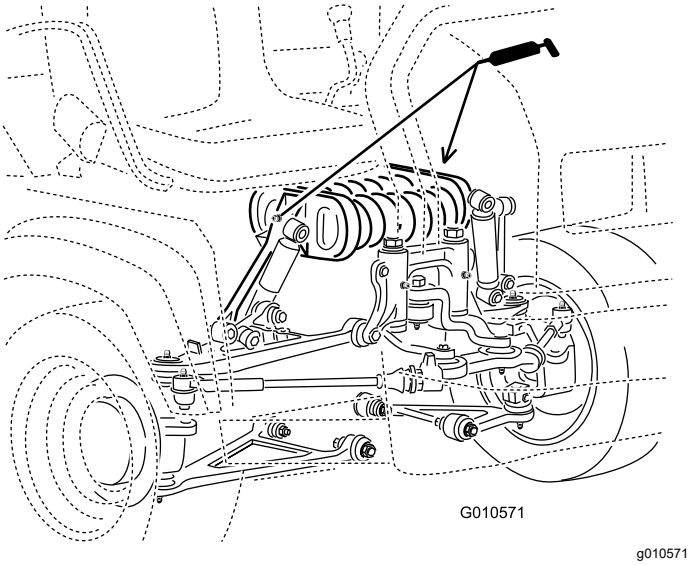

Figura 28
- **Armazón del muelle(2)**; consulte Figura 28